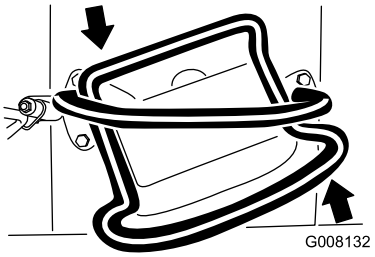

Rysunek 10
- Aby skręcić w lewo, obróć dźwignię sterowania zespołem jezdnym przeciwnie do kierunku wskazówek zegara (Rysunek 10).